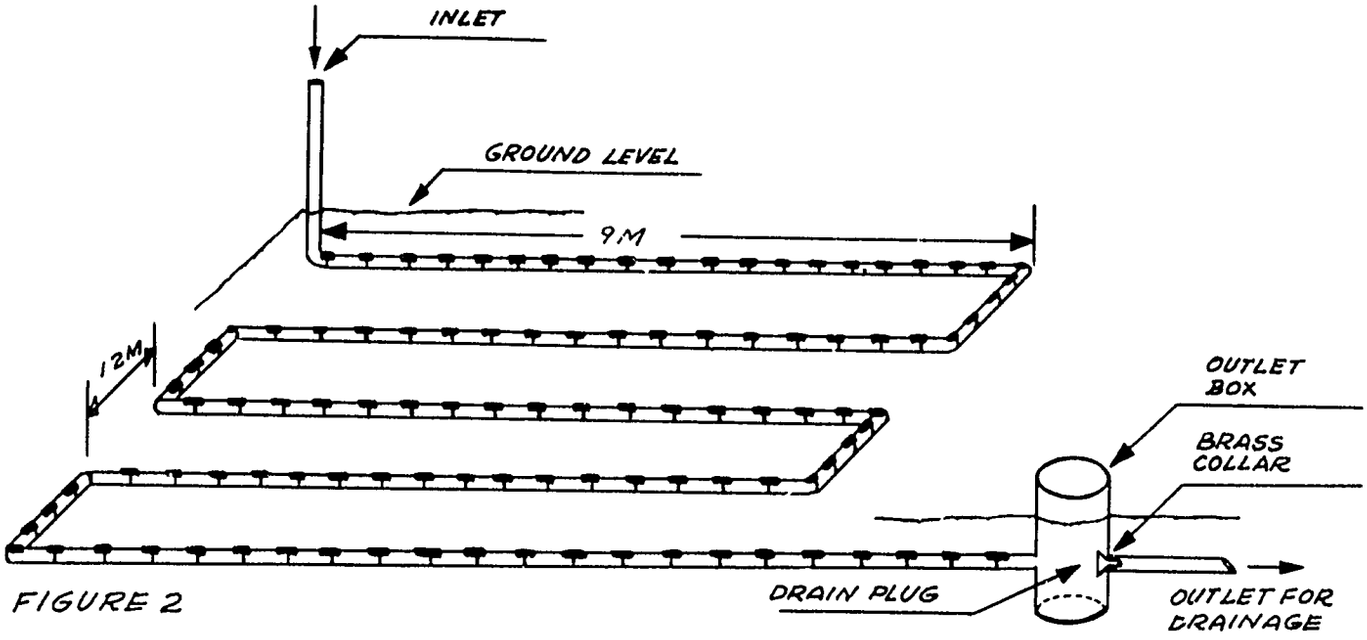

FIGURE 2
Concrete irrigation tiles, whether for irrigation or drainage or both are laid 30cm (12") deep in lines 1.2m (4') apart (the latter measurement depending on the texture of the soil: more distance between lines for clay soils and less for sandy soils). The garden should be almost level, with good surface drainage. By making upright "elbows" at the ends of the lines, one can give access to the tile at either end. A garden hose can deliver the water from its source to the upright ends of the tile lines. While tile lines must be level, they do not have to be straight; they can follow a contour line or double back to make a more convenient system of installation, with four or more lines connected to make one unit. (See Figure 2.)
ure 1. In wet seasons, the water escapes through the sand and gravel around the tile and follows the concrete tube formed by the tiles to a drainage outlet (see Figure 2). While passing downward through the soil to the tile, the water draws air into the soil and supplies oxygen to the helpful bacteria and to the plant roots. Seedlings cannot grow without oxygen. (Plants do not grow in a flower pot without a drain hole in the bottom, because they do not get oxygen.)
1. Grade the garden plot to within 5cm to 7cm (2" to 3") of level and make trenches 30cm (12") deep, according to the design in Figure 2. This will give an even distribution of the water. Check the bottom of the tile ditches to be sure they are level. Only the drainage outlet will have a drop.